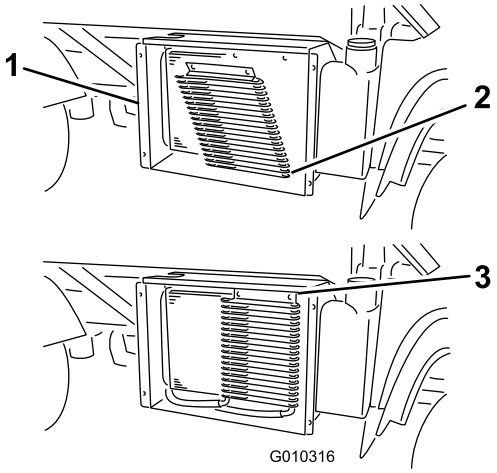

Figur 58
3. Vrid på spärrhakarna (i tillämpliga fall) och vrid bort oljekylaren från kylaren (Figur 58).